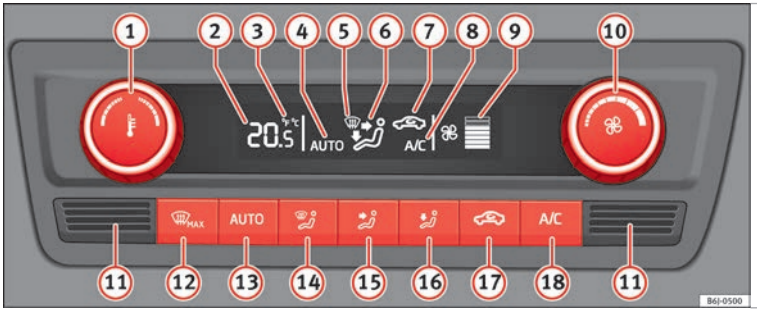

Fig. 171 Climatronic: controls.
- A/C (18) ››› **Fig. 171** switched on.
The corresponding function will be switched on when a button is pressed, turning on the air conditioning if it was switched off, with the exception of button (17) ››› **Fig. 171** (recirculation).
- Turn control (10) to the left until the segments of column (9) ››› **Fig. 171** switch off.
- Press the AUTO button (13) ››› Fig. 171.
Keep the AUTO and A/C ››› Fig. 171 buttons held down for **2 seconds** at the same time. The data is displayed on the screen in the units required.
- **The interior temperature sensor (11) ››› Fig. 171 is at the bottom. Do not cover it with stickers or the like, as this could have a negative effect on Climatronic operations.**
- Press the AUTO button (13) ››› Fig. 171 and **AUTO** displayed on the screen.
- When you switch on the ignition, control (1) ››› Fig. 171 can be used to set the required interior temperature.
- Press button (17) ››› Fig. 171 and the symbol is displayed on the screen.
- Press button (17) ››› Fig. 171 and the symbol disappears from the screen.
- Turn control (10) ››› Fig. 171 counter-clockwise (to lower the speed) or clockwise (to increase the speed).
- Press the button [MAX] (12) ››› Fig. 171.
- Press button [MAX] (12) ››› Fig. 171 several times or press the [AUTO] button.